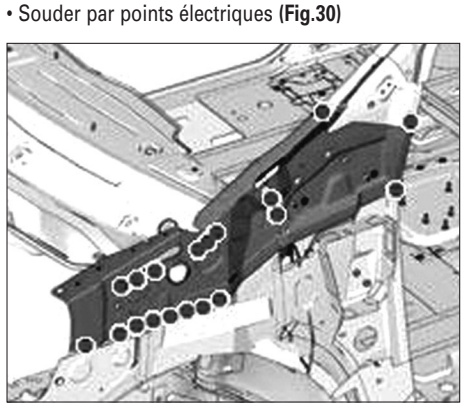

**FIG. 30**
• Souder par points électriques **(Fig.30)**